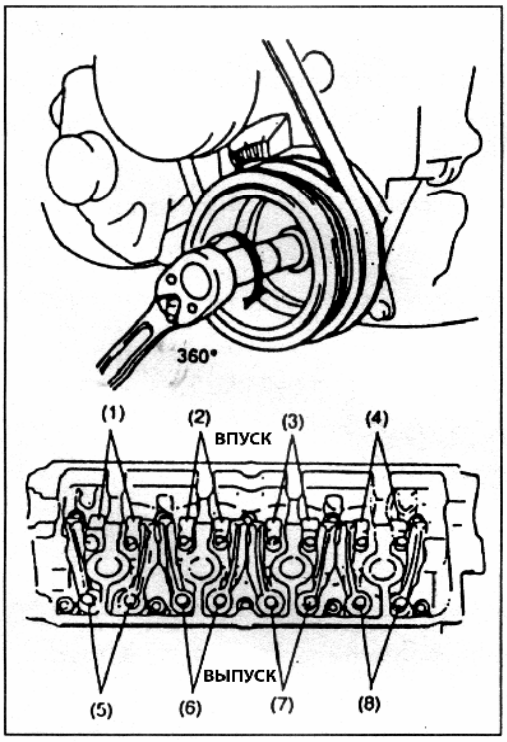

Рис. 14
6) Проверьте и отрегулируйте клапаны (1), (2), (5), (7) или (3), (4), (6), (8), затем поверните коленвал на 360$^{O}$ (Рис. 14), проверьте зазоры клапанов (3) ,(4), (6), (8) или (1),(2), (5),(7), при необходимости.